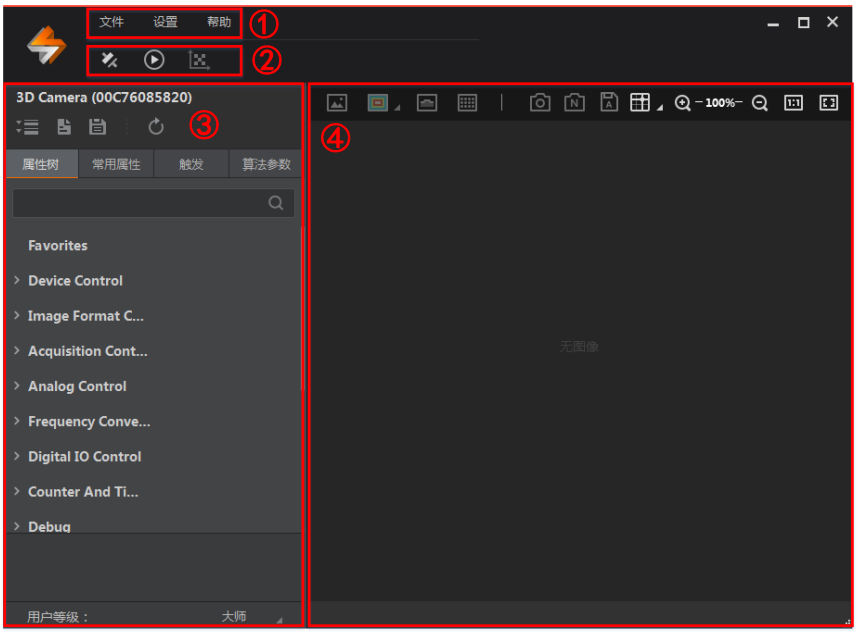

图3-2 客户端主界面
2. 选中设备后，双击设备名称，进入软件主界面，其中①②③④区域分别代表菜单栏、控制工具条、属性管理以及图像预览窗口，设备属性如图 3-2 中③所示。
属性窗口下的用户级别，如图 3-2 中的③所示，有初级、专家和大师三种，对应的属性窗口中的参数会有部分差异。